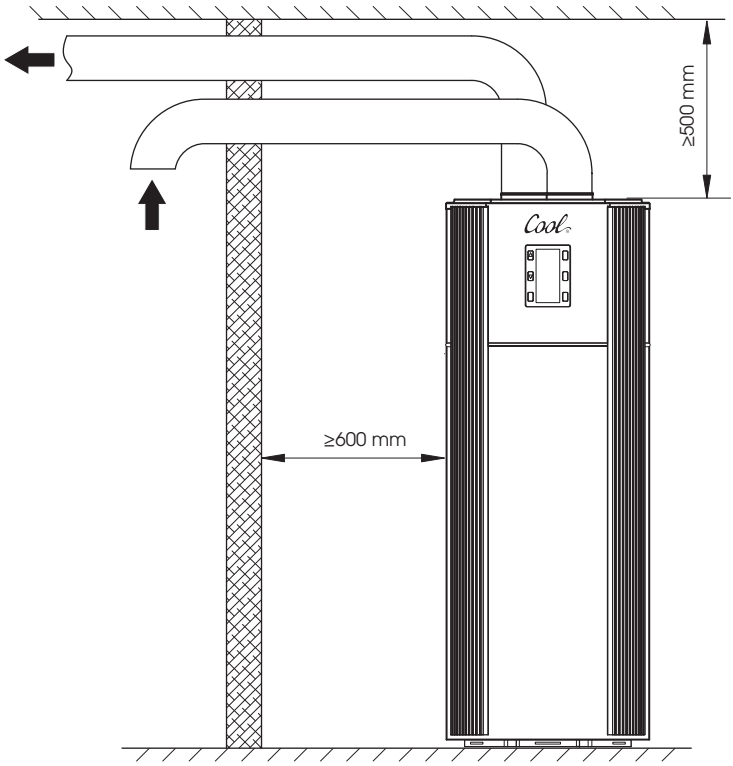

Rys. 3
4. W przypadku instalacji jak na rys. 3 (patrz – następna strona) urządzenie jest zainstalowane na zewnątrz pomieszczenia, wlot i wylot powietrza jest doprowadzony do wewnątrz pomieszczenia w celu wymiany powietrza (i chłodzenia). Przy tym sposobie wlot i wylot powietrza powinien znajdować się w odległości ≥ 2 m w celu uniknięcia mieszania się powietrza.